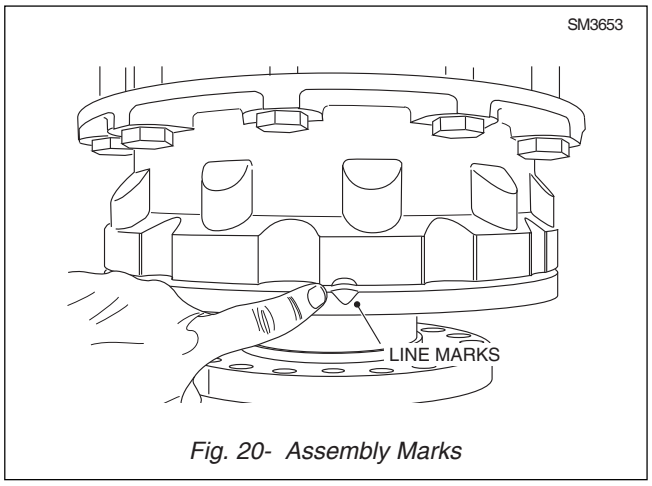

Fig. 20- Assembly Marks
16. Assemble wheel hub (26) onto wheel hub (41) and fit bearing (24) onto carrier (50). Ensure that punched assembly marks on outer diameter of both wheel hubs (26 & 41) line up. Refer to Figs. 20 & 21.